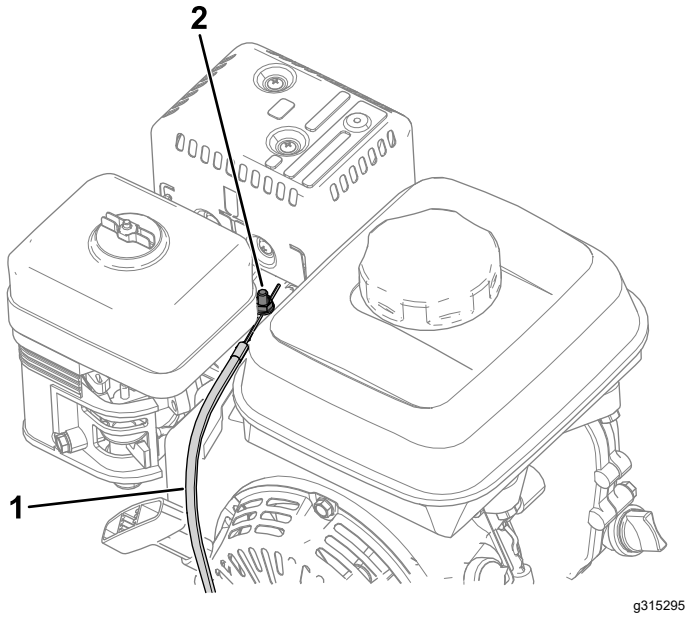

**Figuur 35**
4. Maak de schroef op de klem van de kabelgeleiding los (Figuur 35).